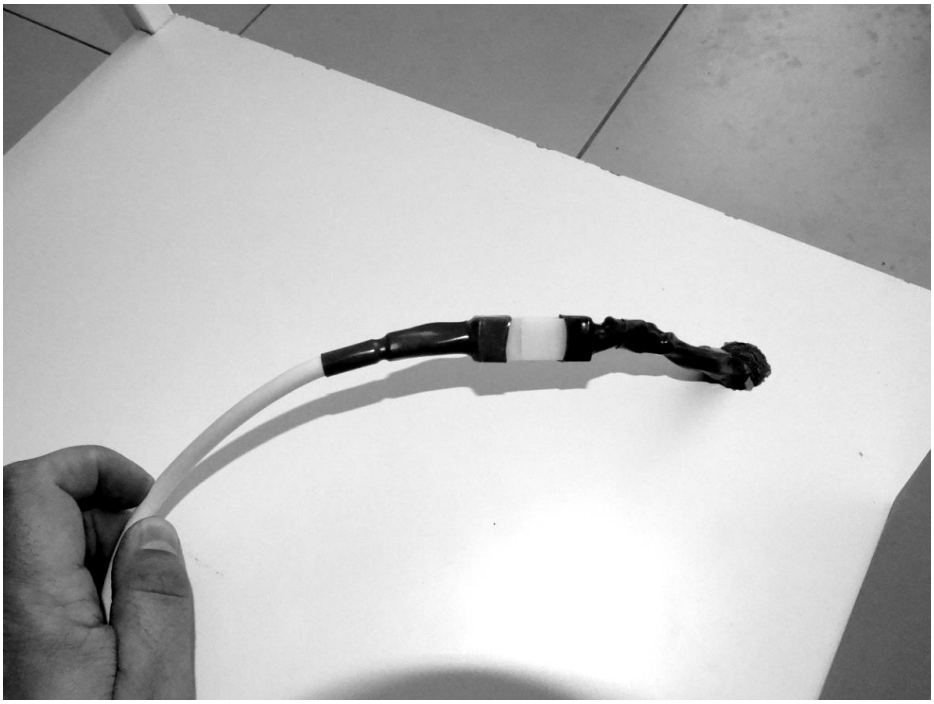

Rys.35A
24. Połączyć turbinę zewnętrzną (B) z płytą (A) wtyczką wyciągniętą przez otwór w blacie z turbiny zewnętrznej z wtyczką wychodzącą z płytki mocy (Rys.35A)